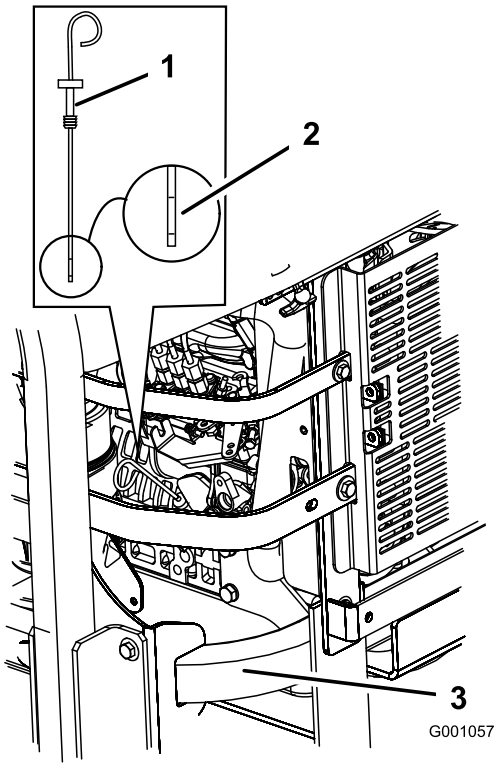

Figur 30
3. Rengør området omkring målepinden (Figur 30), så der ikke trænger snavs ned i hullet til målepinden, der kan beskadige motoren.
4. Træk målepinden ud, og aftør pindens metalende (Figur 30).
5. Før målepinden helt ind i påfyldningsrøret. Træk målepinden ud, og kig på pindens metalende (Figur 30). Hvis oliestanden er lav, skal der kun langsomt påfyldes så meget olie i påfyldningshullet, at oliestanden stiger til full-mærket.